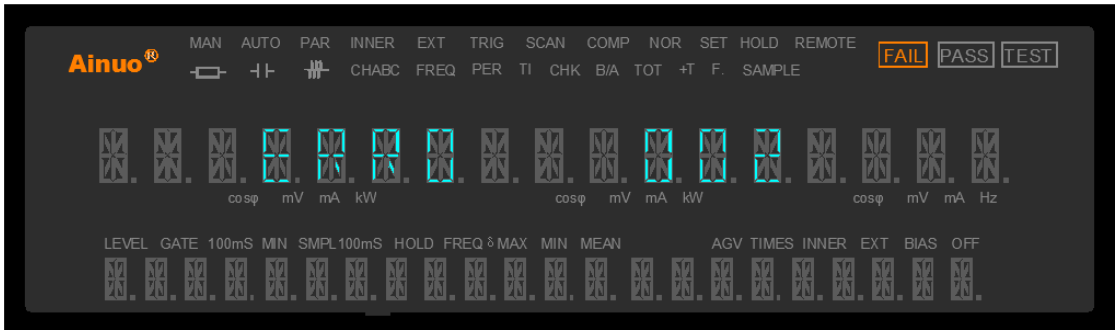

图4-4 故障界面
3、当变频电源出现如图 4-4 所示界面，并有声光报警信号时，电源进入自动保护状态。